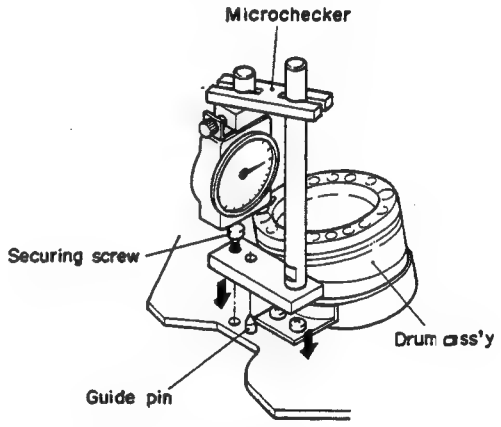

Fig. 2-14 Microchecker setting
3. Remove the earth plate. Set the Microchecker with the holder aligned with the guide pin and tighten the securing screw. (Fig. 2-14)